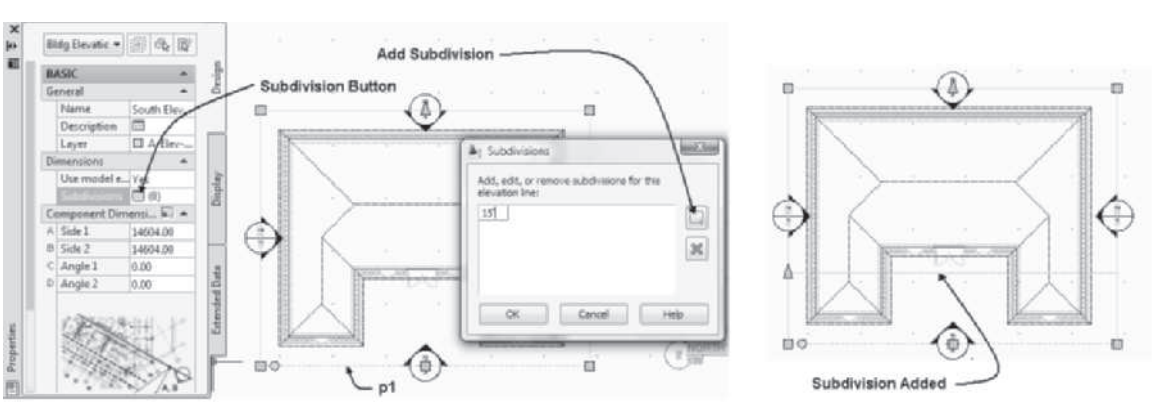

FIGURE 12.69 *Creating a subdivision for the elevation*
7. Select the building elevation line at **p1** as shown in Figure 12.69, right-click, and choose **Properties** to open the **Properties** palette. Select the **Design** tab and click the **Subdivisions** button (see Figure 12.69) to open the **Subdivisions** dialog box. Click the **Add Subdivision** button at the right, click twice on the default subdivision distance, and edit the distance to **15' [4000]** for the building elevation line as shown in Figure 12.69. Click **OK** to dismiss the Subdivisions dialog box.